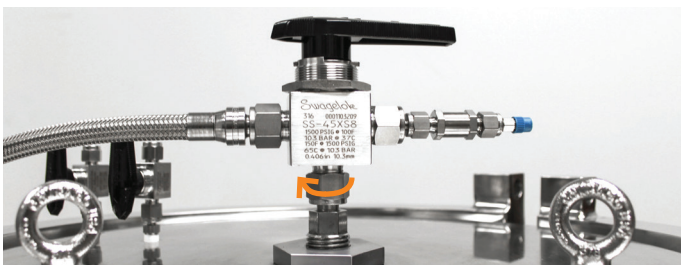

Figure 20. Removing the three-way injection valve.
1. Ensure that the system is depressurized and completely drained (all pressure gauges should read zero (0) bar/psig), and the vacuum break valves (MV-04 and MV-05) are open; see the instructions on page 27.
2. Disconnect the three-way valve from the cartridge seal adapter using a 7/8" open-end wrench; see Figure 20.